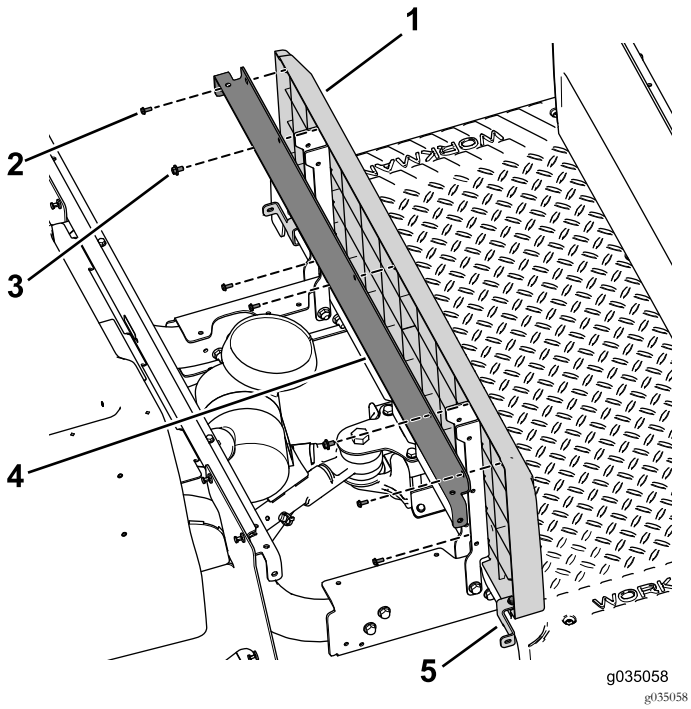

Figur 42
7. Sätt fast stödfästet och sätessockelns panel på det vänstra och högra sätesstödet med två skruvar med brickor (1/4 x 1/2 tum) (Figur 42).
8. Sätt fast de vänstra och högra panelfästena på maskinen med två skruvar (1/4 x 2 tum), bricka och låsmutter (Figur 42).